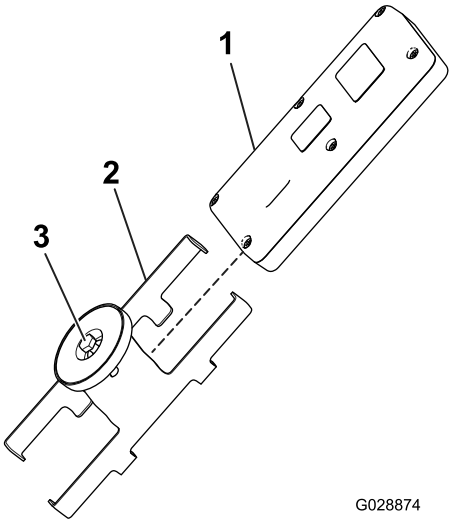

**Figur 45**
1. Løsn bolten i magneten på styreenhedens magnetiske beslag (Figur 45).
2. Skub beslagets sider fra hinanden, og afmonter styreenheden (Figur 45).
8. Monter den håndholdte styreenhed i styreenhedens magnetiske beslag, skub de to dele sammen, så styreenheden fastgøres, og tilspænd bolten i magneten (Figur 45).